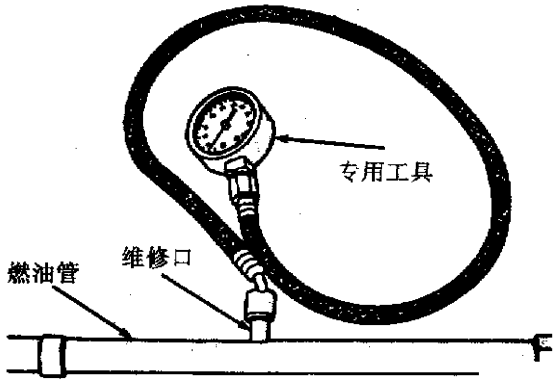

图4-7 检查燃管燃油压力
(2)连接燃油压力表C-4799B到测试口(图4-7)。注意：当使用ASD燃油系统测试时，ASD继电器和燃油泵继电器持续通电7min或直到测试停止或直到点火开关转到关闭位置。